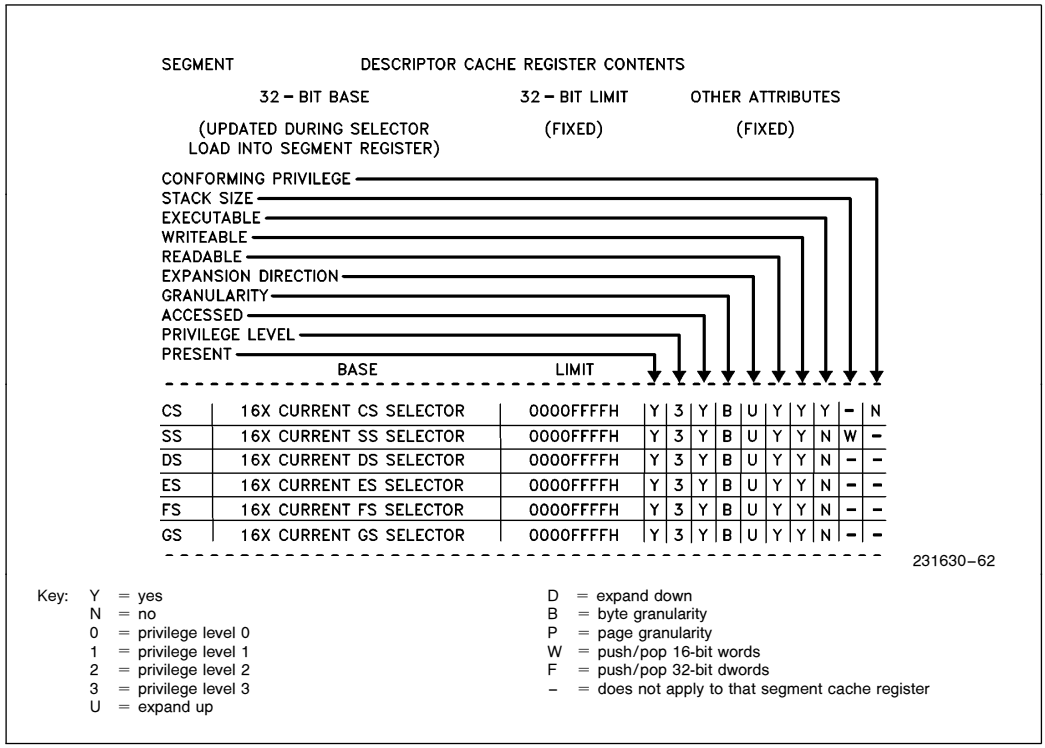

Figure 4-13. Segment Descriptor Caches for Virtual 8086 Mode within Protected Mode (Segment Limit and Attributes are Fixed)
*Except the 32-bit CS base is initialized to FFFFF000H after reset until first intersegment control transfer (e.g. intersegment CALL, or intersegment JMP, or INT). (See Figure 4-13 Example.)
When operating in a Virtual 8086 Mode within the Protected Mode, the segment base, limit, and other attributes within the segment cache registers are defined as shown in Figure 4-13. For compatibility with the 8086 architecture, the base is set to sixteen times the current selector value, the limit is fixed at 0000FFFFH, and the attributes are fixed so as to indicate the segment is present and fully usable. The virtual program executes at lowest privilege level, level 3, to allow trapping of all IOPL-sensitive instructions and level-0-only instructions.